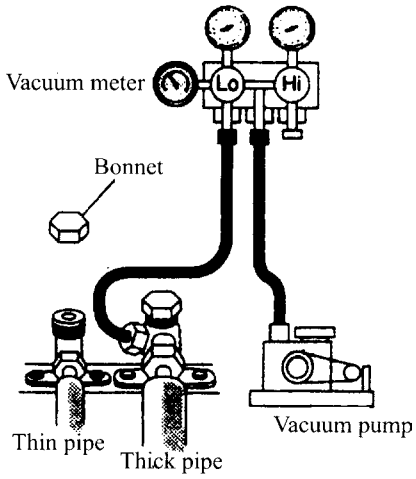

Fig 105
(9) If possible, exhaust air in the unit from the check valve with a vacuum pump(see Fig. 105).